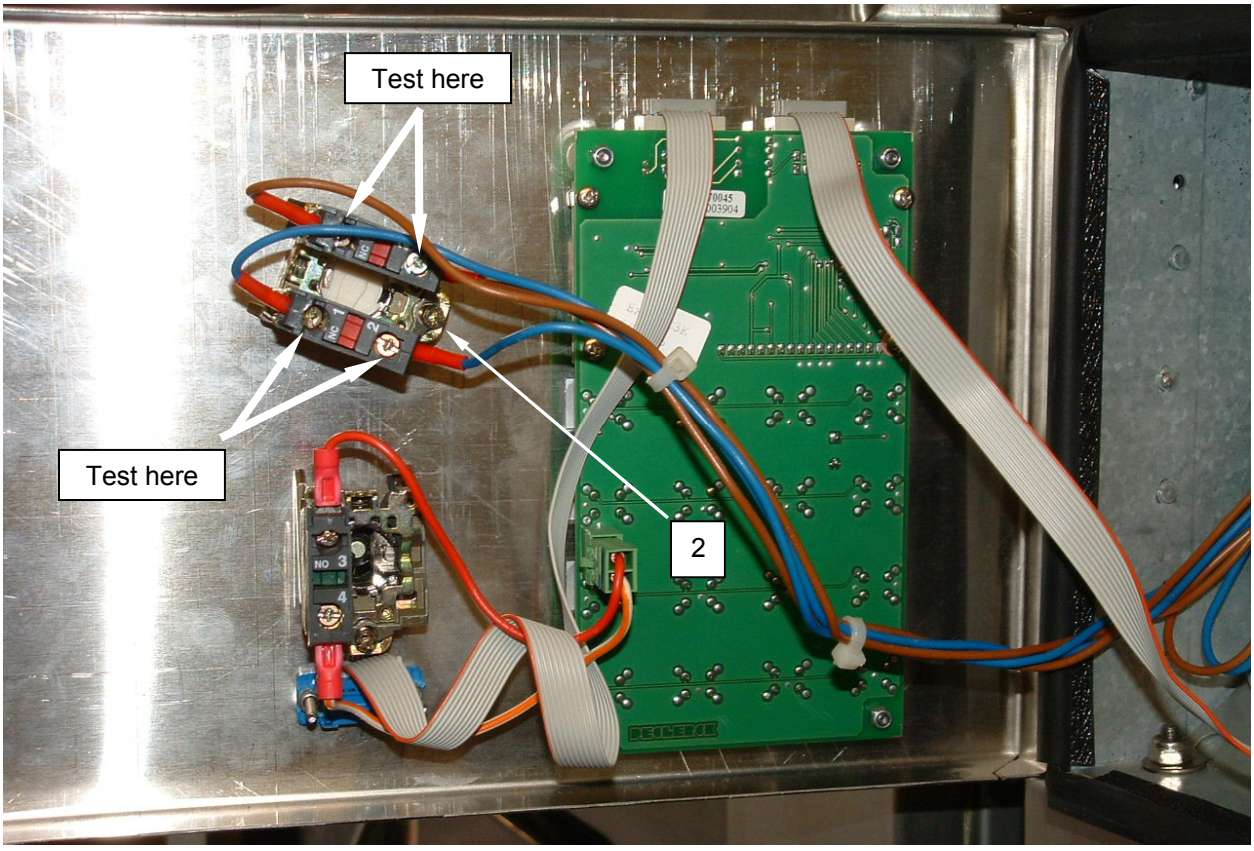

Figure 1. Test the Washer Emergency Stop Switch.
2. Unlock and open control panel **(Figure 1, Item 1)**.
3. Tag and disconnect wiring from switch **(Figure 1, Item 2)**.
4. Depress switch **(Figure 1, Item 2)** to open circuit, and use an ohmmeter to test for infinite resistance.
5. Reset switch **(Figure 1, Item 2)**, and use an ohmmeter to test for 0 ohms resistance.
6. Replace a switch **(Figure 1, Item 2)** that fails either test.
8. Close and lock control panel **(Figure 1, Item 1)**.